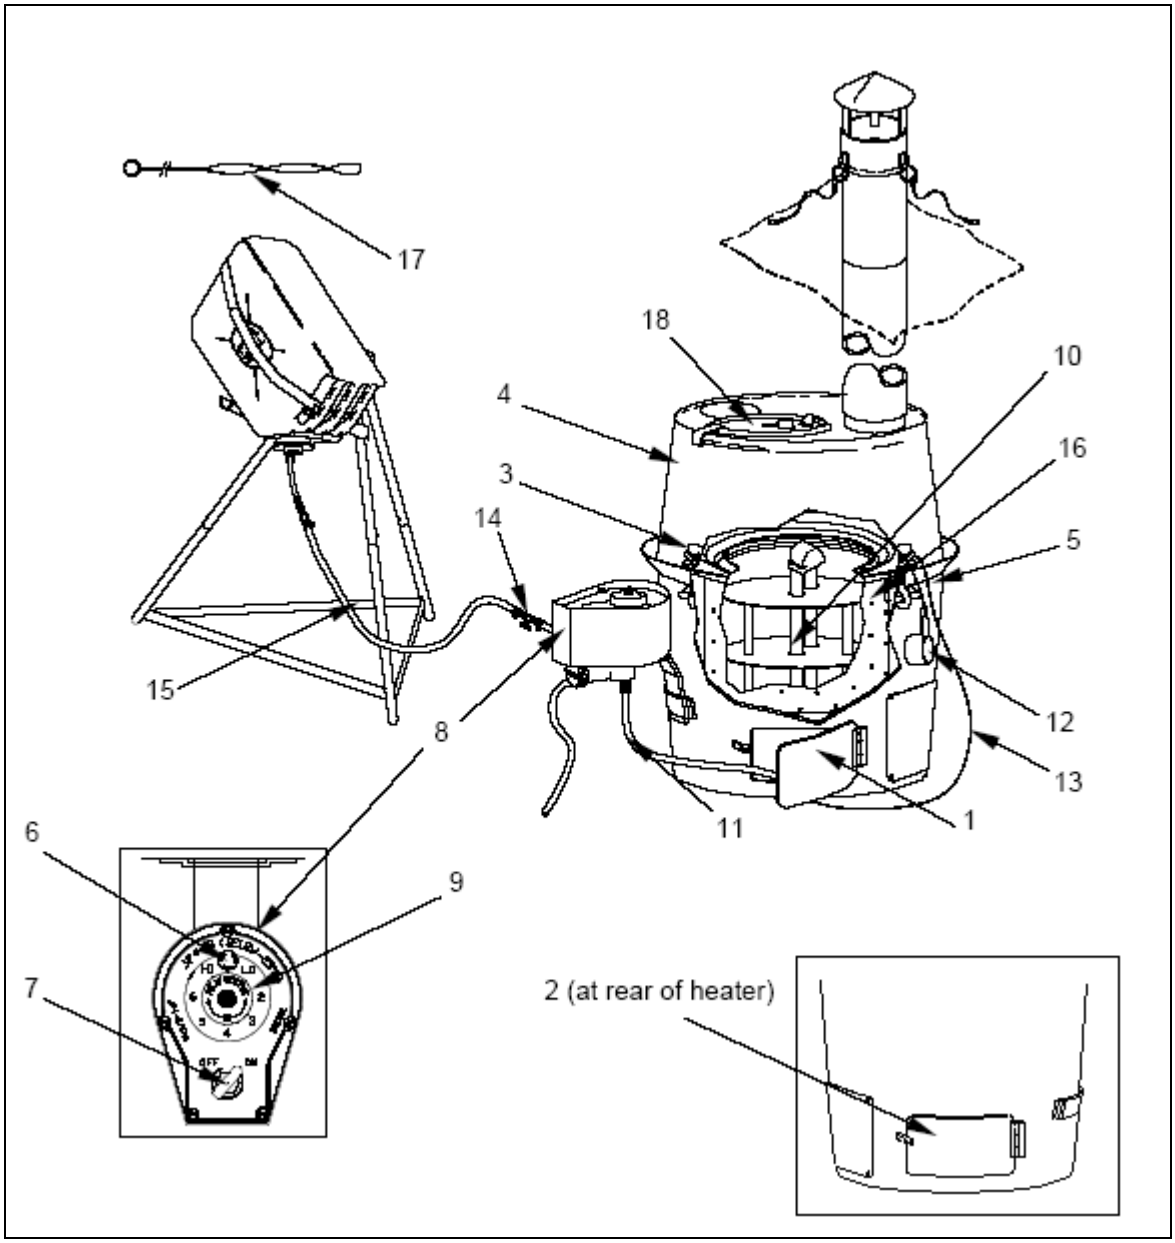

Figure 15
a. Starting and Operating the H-45. (See Figure 15)
(1) Open both base heater doors (1, 2).
(2) Set the fuel selector control knob (6) to the proper position for the ambient temperature and the fuel being used as described in WP 0004 00, Table 2. Once the temperature and fuel are determined, lift the fuel selector control knob (6), and turn the entire control assembly until the fuel selector control knob (6) engages in the detent. Release the fuel selector control knob (6).
(3) Turn the fuel OFF/ON control (7) on the fuel flow control valve (8) to the ON position.